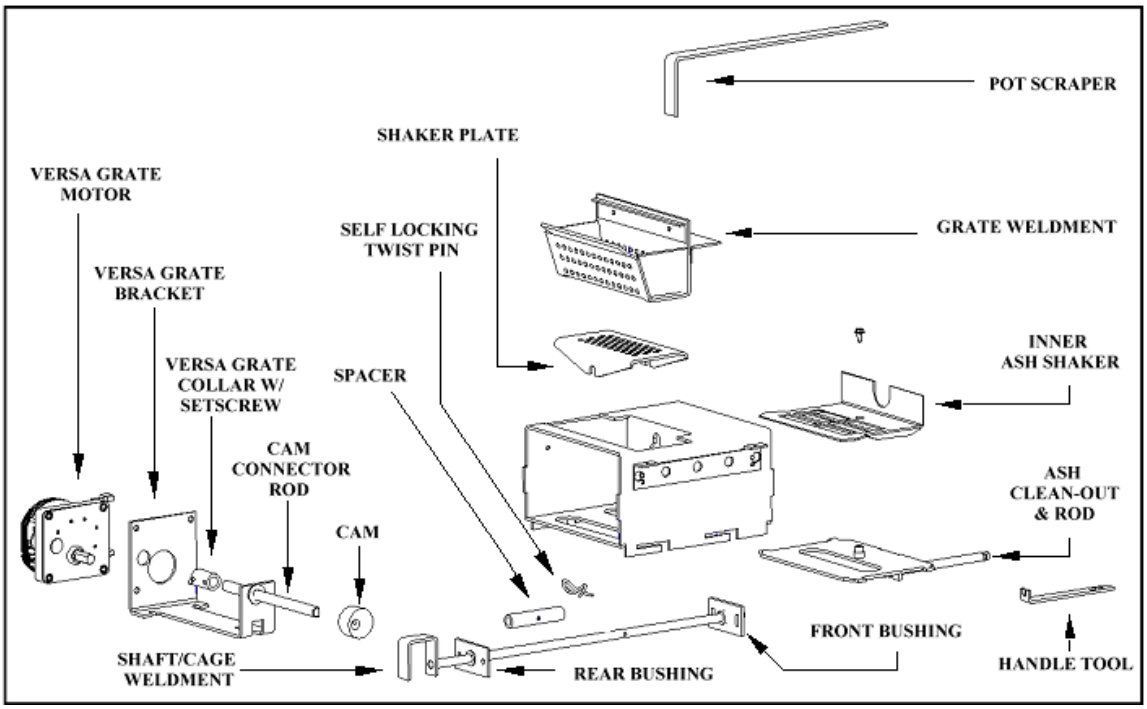

Figure 5
The Versa Grate System (see Figure 5 below). The benefit of this feature is that the stove can operate for longer periods of time, with most fuels, without the grate requiring cleaning. If the flame becomes dark orange, is accompanied by black smoke or burns with a lazy motion - it's time to clean the grate **When you first operate your stove or whenever you change fuels check to determine needed cleaning frequency.**
First, let's become familiar with the burn system in a St. Croix Pellet stove. Remember, cleaning frequency may change dramatically from one fuel to another. Pellets with high ash content or that have increased amounts of impurities or high moisture content. Every St. Croix Pellet stove model will have the same system as shown in figure 5 below. There is a 2-piece burnpot. The top Part is called the **"Grate Weldment"**. This sits on top of the **"Shaker Plate"**. This in turn sits on top of the **"Shaft/Cage Weldment"** and is held in place with the **"Spacer"** & **"Self Locking Twist pin"**. The Shaft/Cage weldment is moved towards the front of the stove and then towards the back of the stove by the **"Cam"** that is connected to the **"Versa Grate Motor"**. This motion is constant, while the stove is in operation. The only parts that may need to be removed for cleaning purposes during the Daily or Periodic Maintenance are the "Grate weldment" and the "Shaker Plate". This is to check the holes in the burnpot system to see if they are plugged.
1. Check Grate Weldment and Shaker Plate (See figure 5) to determine if holes are plugged. Clean as needed. With proper precautions the grate may be partially cleaned while the stove is hot. Follow these steps:
d. Use the "scraper" provided to move the burning pellets to one side of the grate, leaving the ash in the bottom of the grate. (See Fig 5 & 6)
2. The Afton Bay has 3 Ash Traps/Clean-Outs, 2 of which are located below the rear brick panel. The third is located behind the Ash Pan. Remove covers and clean regularly. (*See Figure 7 below)* Be sure to clean both sides. Use scraper shown in figure 5 & 6 to scrape ash into ash pan. Use a vacuum (cold stove only) to thoroughly clean these areas.
3. Clean burn grate holes at least weekly. Remove the burn grate and use a small metal object to clean out plugged holes. (*See fig. 5 on page 9.*)